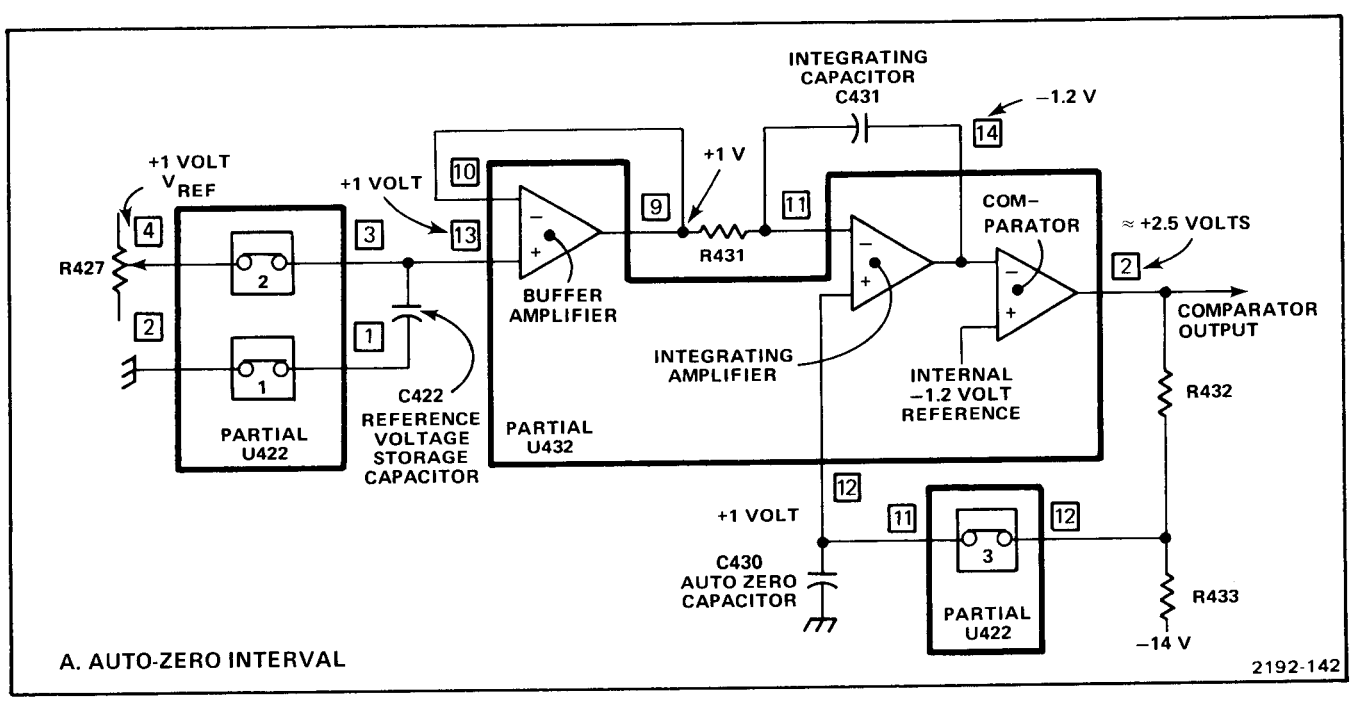

Fig. 6-10A. Simplified diagram of the Integrator and Comparator in the auto zero interval.
AUTO-ZERO INTERVAL. Figure 6-10A shows the Integrator And Comparator during Auto-Zero operation.
1. C422 charges to V_{ref} (1 volt) through switches 1 and 2. This voltage is applied to R431 through the buffer amplifier (see Fig. 6-10A).